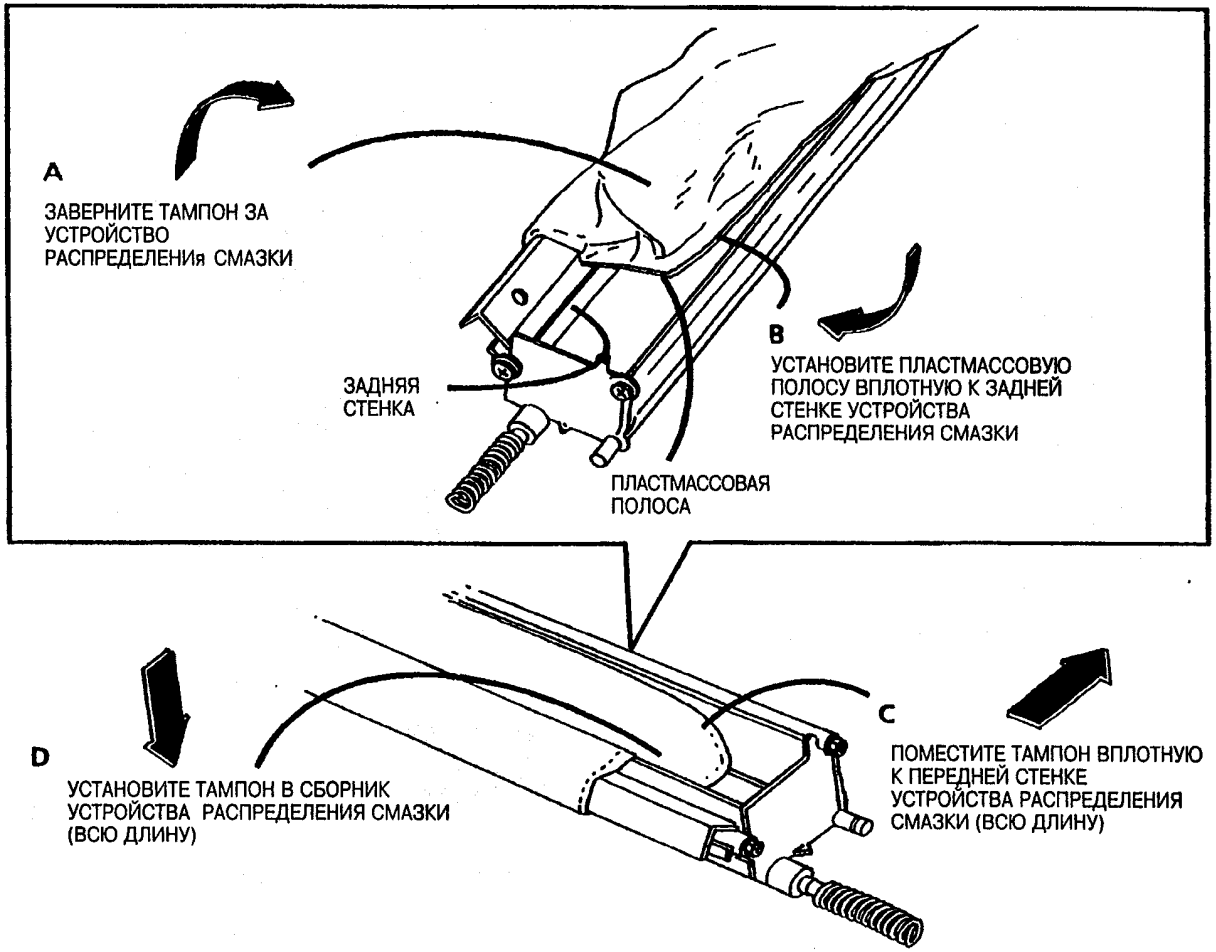

Рис. 3. Установите тампон
2. (Рис. 3): Установите тампон.